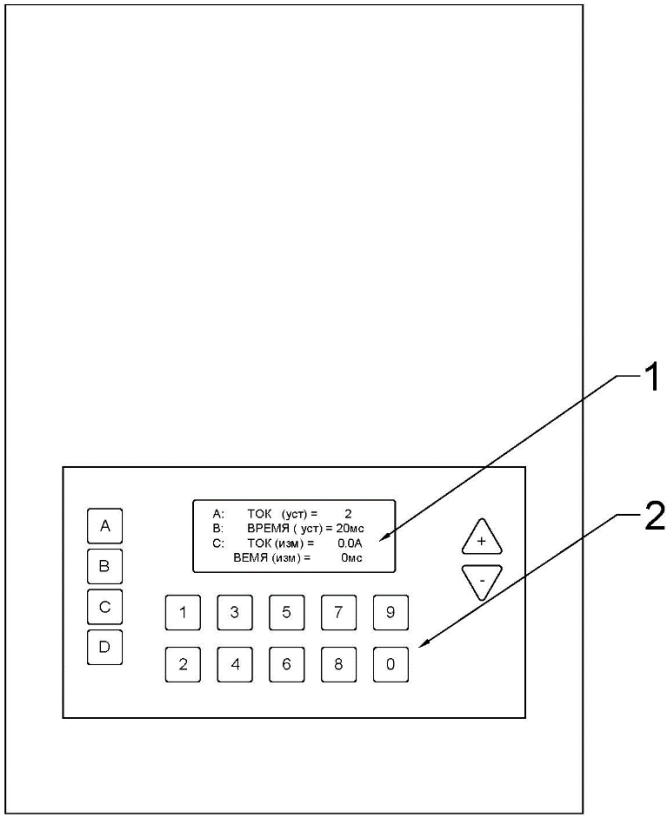

Рис. 2. Верхняя панель Комплекта СИНУС-Т 1600А
4.3.2 Верхняя панель Комплекта представлена на рис. 2. На ней расположены:
Внешний вид клавиатуры Комплекта представлен на рис.2. Назначение клавиш клавиатуры приведено в таблице 1.
Внешний вид дисплея представлен на рис.2.